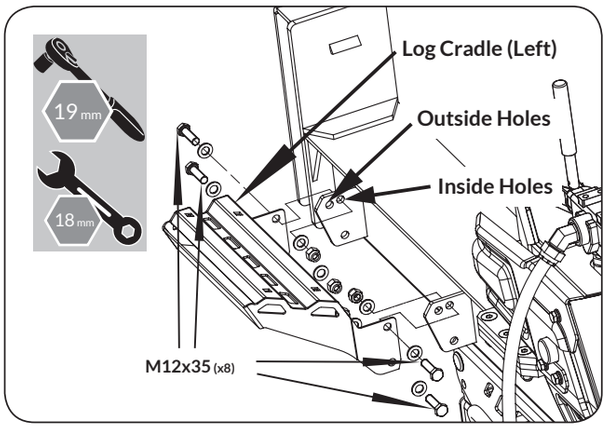

Figure 14
2. Follow step 1 to assemble the right log cradle. (See ***Figure 14***)